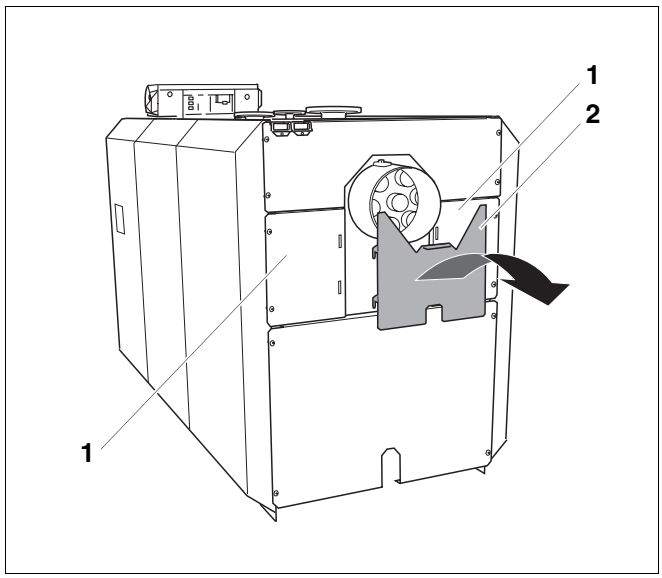
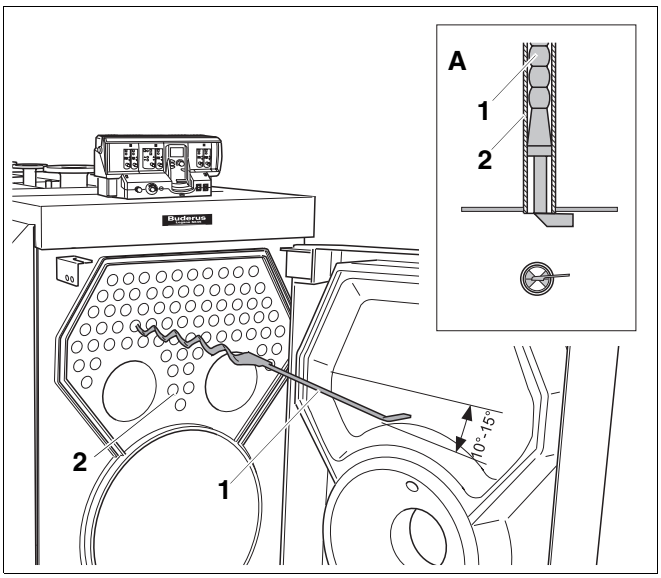

Fig. 52 Rimuovere la lamiera di copertura parete posteriore
Fig. 54 Correzione della pre-tensione dei turbolatori
- Rimuovere la lamiera di copertura parete posteriore (fig. 52, **pos. 2**) seguendo la direzione della freccia dal pannello posteriore centrale, di sinistra e di destra (fig. 54, **pos. 1**).
- Verificate, se l'arresto dei turbolatori si trova anteriormente e orizzontalmente rispetto ai tubi di scambio termico secondario (fig. 54, **Figura A**).
- Inserire i turbolatori (fig. 54, **pos. 1**) nei tubi di scambio termico secondario (fig. 54, **pos. 2**).
Se i turbolatori (fig. 54, **pos. 1**) non hanno più sufficiente pre-tensione, allora dovete correggere la pre-tensione.
- Estrarre il turbolatore (fig. 54, **pos. 1**) fino a ¾ della sua lunghezza dal tubo di scambio termico secondario (fig. 54, **pos. 2**).
- Piegare il turbolatore (fig. 54, **pos. 1**) come rappresentato nella fig. 54 di 10° – 15°.
- Inserire nuovamente il turbolatore (fig. 54, **pos. 1**) nel tubo di scambio termico secondario (fig. 54, **pos. 2**).
- Verificare nuovamente la pre-tensione del turbolatore (fig. 54, **pos. 1**).